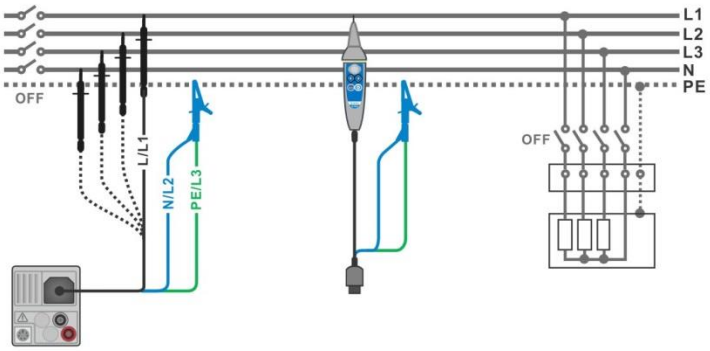
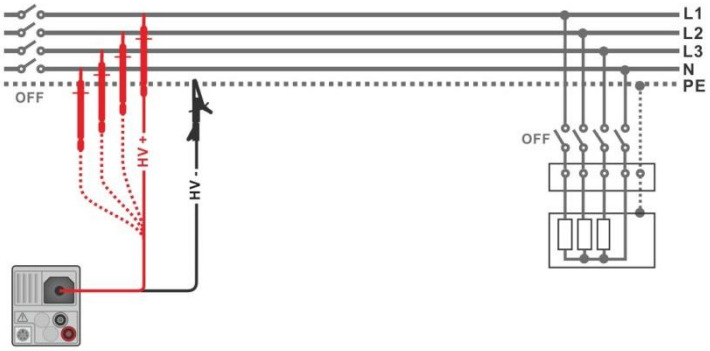

Figure 7.7: Connection of 3-wire test lead and Tip commander ($U_N \leq 1$ kV)
Figure 7.8: Connection of 2.5 kV test lead (U_N =2.5 kV)
- Connect test leads to object under test (see ***Figure 7.7*** and ***Figure 7.8***).